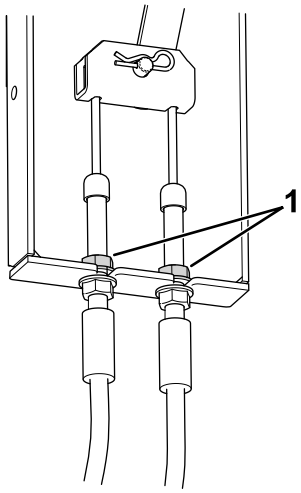

Figuur 72
3. Zoek de remkabelbevestiging (Figuur 72) onder de linkerkant van de machine, dicht bij het linkerwiel.